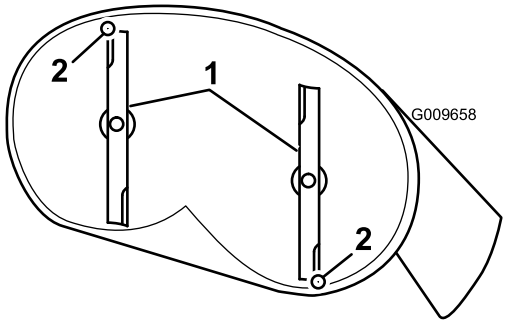
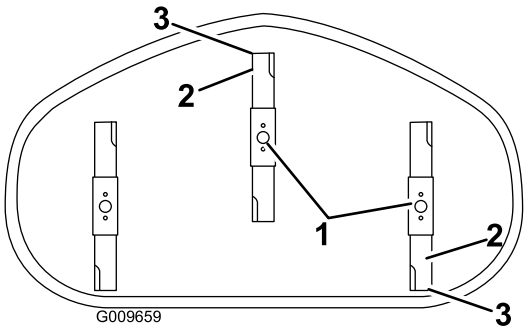

Figur 62
Figur 63
4. Rotera knivarna försiktigt så att de är riktade framåt-bakåt (Figur 62 och Figur 63).
5. Mät från den främre knivens spets till den plana ytan, och från den bakre knivens spets till den plana ytan (Figur 62 och Figur 63). Om den främre knivens spets inte är 1,6–7,9 mm lägre än den bakre knivens spets ska du justera den främre låsmuttern.
8. Kontrollera den främre-bakre knivlutningen igen efter justeringen. Fortsätt att justera muttern tills den främre knivens spets är 1,6–7,9 mm lägre än den bakre knivens spets (Figur 62 och Figur 63).